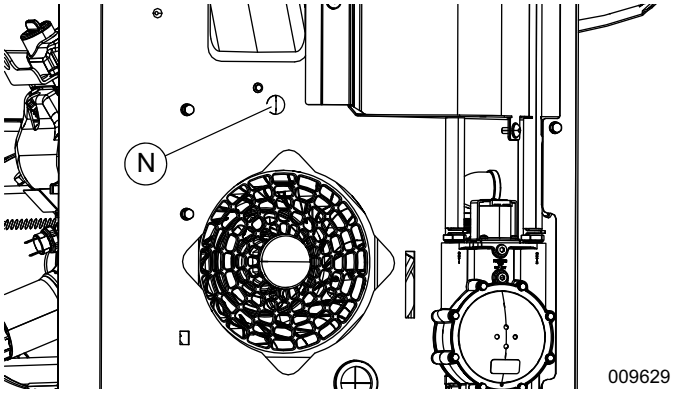

Figure 10. Orifice d'accès sur le panneau de séparation
REMARQUE : Voir ***Figure 10***. Sur les appareils équipés de moteurs série 1000 (en production depuis 2016), la vis inférieure du mélangeur est accessible via un orifice (N) situé sur le panneau de séparation du moteur. Retirez le cache en plastique du trou et mettez-le de côté pour le remontage.